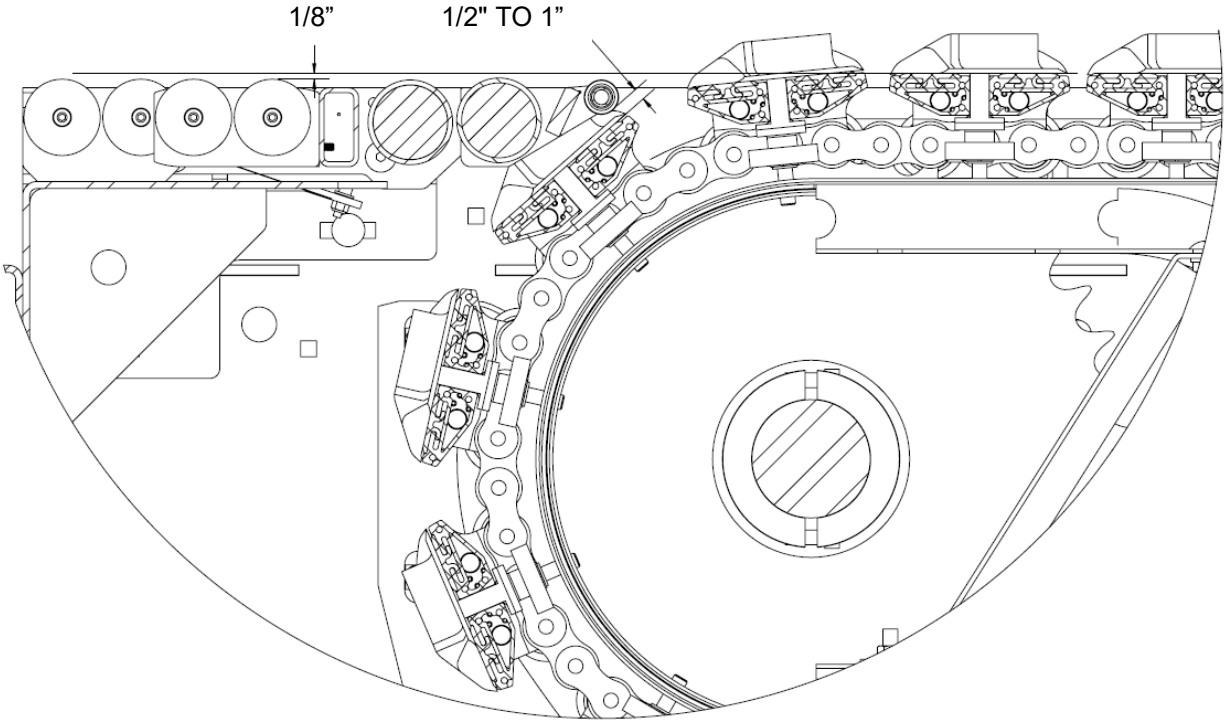

Figure 15-Discharge Transition Assembly Positioning Detail
2. Adjust the discharge transition assembly as close to the slats as possible without touching (1/2” to 1" clearance recommended, product specific). The discharge transition assembly rollers should be set approximately 1/8” lower than the conveying surface of the sorter. See Figure 15.